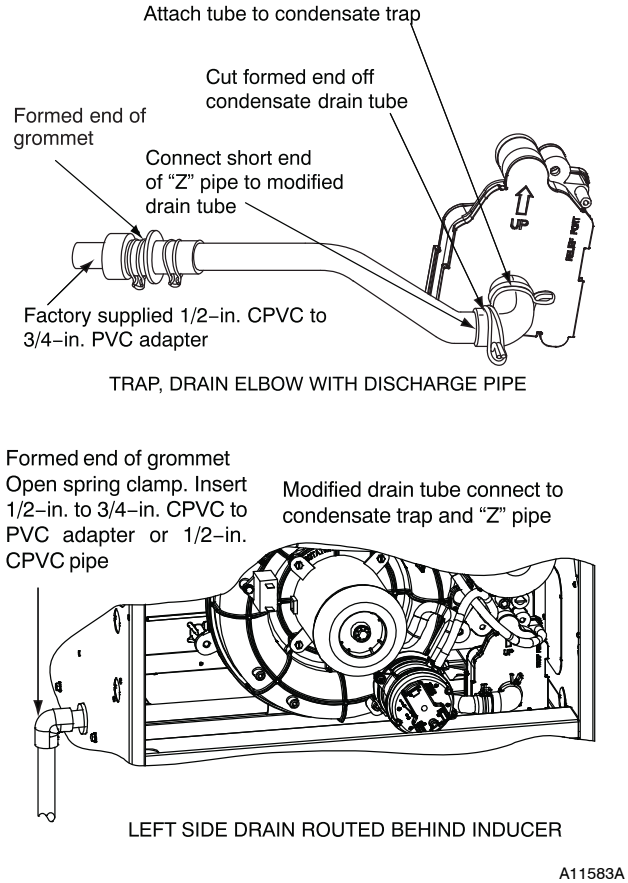

Fig. 17 – Drain Trap Connection and Routing (Appearance May Vary)
2. The Z-pipe is connected to the condensate trap and the outside of the furnace by modifying the formed rubber drain elbow as shown in Fig. 17.